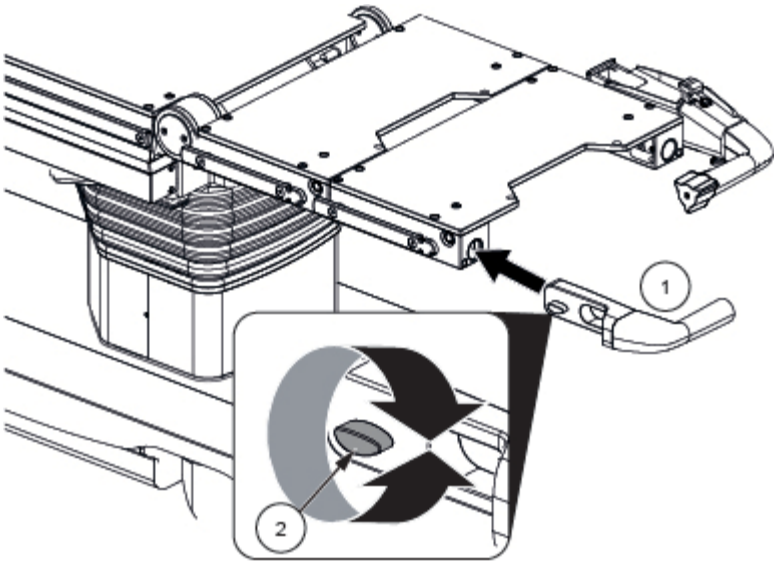

Figura 6-3. Instale el mango para accesorios
1. Empuje el mango para accesorios (1) hasta el fondo del raíl y asegúrese de que el tornillo de mariposa (2) permanece desbloqueado. Consulte la *Figura 6-3*.
2. Gire el tornillo de mariposa (2) para apretarlo. Tire del mango para accesorios para comprobar que está bien sujeto. Consulte la *Figura 6-3*.